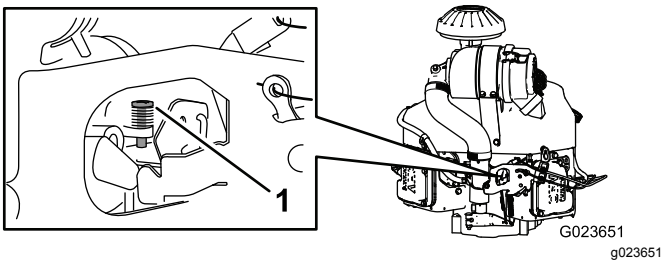

Figur 67
4. Juster stoppskruen på forgasseren (Figur 67) slik at tomgangshastigheten er 1350 til 1550 o/min.